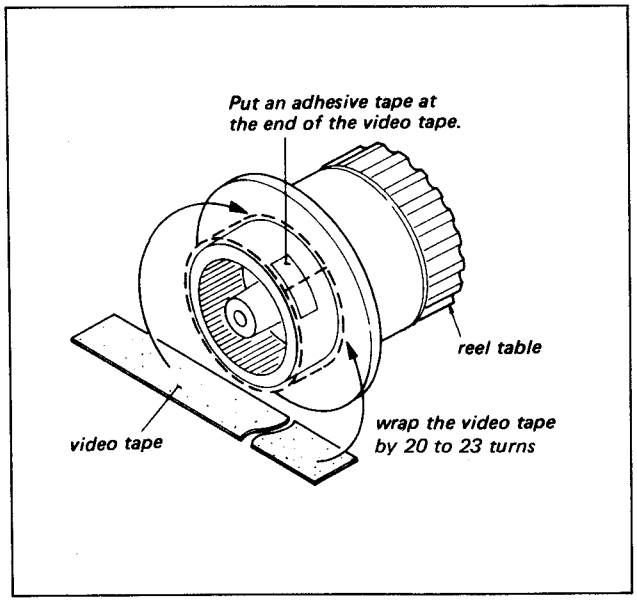

Fig. 6-2. Preparation for brake band gap adjustment
1. Remove the Reel Table referring to Sec. 5-6. Cut a standard 1" video tape 410 cm (16-1/8") long. Wrap the length of tape around the bottom of the Reel Table and place an adhesive tape over the end of the tape to hold it as shown in Fig. 6-2.